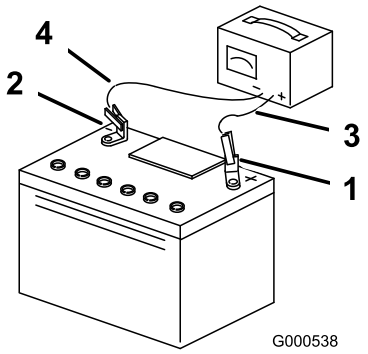

Figur 53
5. Når batteriet er helt oppladet, kobler du laderen fra strømuttaket, og deretter laderledningene fra batteripolene (Figur 53).